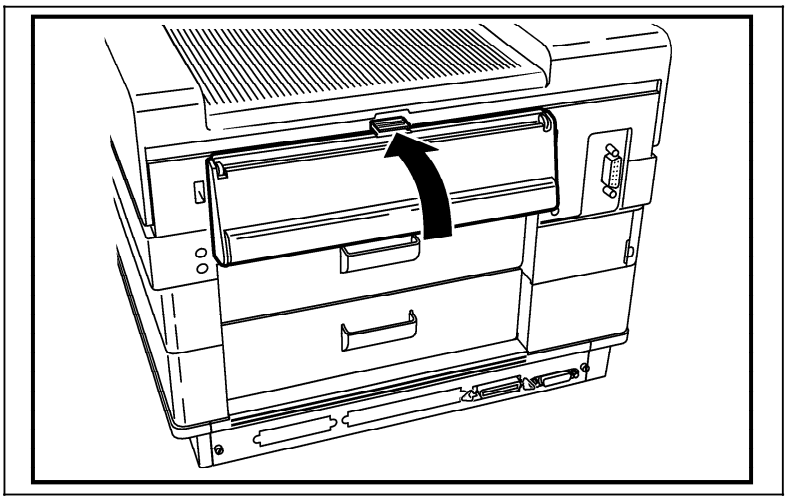

Figure 4-3. Closing the Manual Feed Tray
Step 1. Return the manual feed tray to its original position, as shown in Figure 4-3.